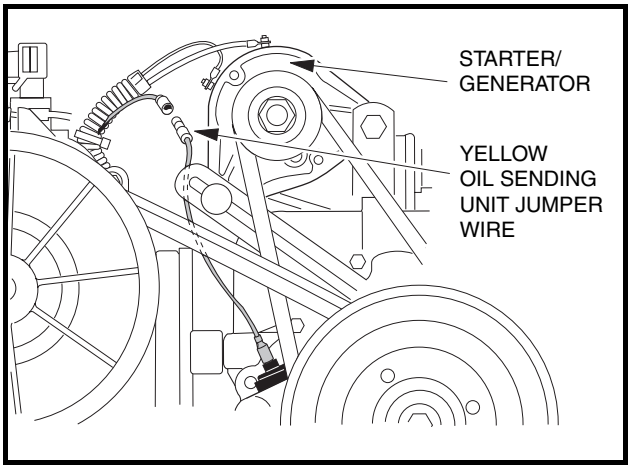

Figure 16-44 Oil Level Sensor Jumper wire
22. Connect the oil level sensor wire (18-gauge yellow) to the jumper wire **(Figure 16-44, Page 16-18)**.